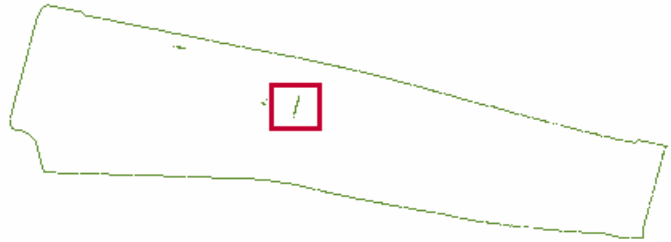

Figure 22
7. Visualize the mesh again using **Mesh→View mesh boundary** and magnify the zone indicated in Figure 22.